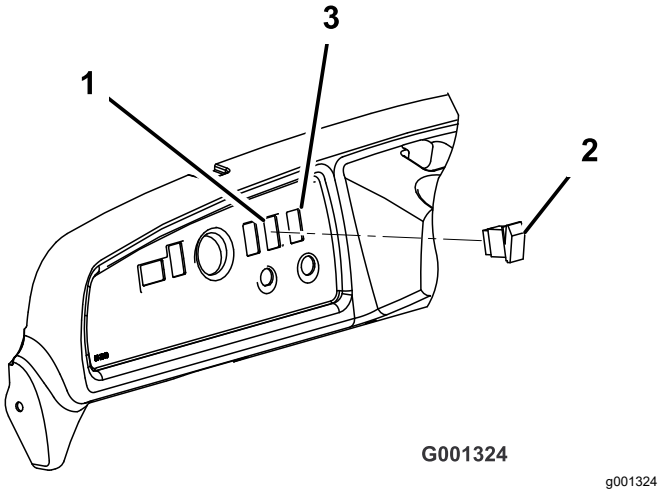

Figur 7
2. Fjern proppen fra instrumentpanelet til højre for ratstammen og over nøglekontakten (Figur 7).
5. Tryk på den opadgående plade på ladløftekontakten for at strække aktuatoren ud (Figur 7).
6. Ret den opadgående plade ind efter positionen kl. tolv, og sæt ladløftekontakten i åbningen i instrumentbrættet (Figur 7).